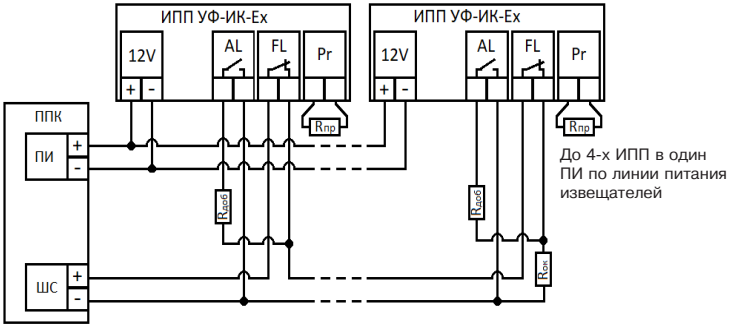

Рисунок 59
2.5.18.4 Осуществите электрическое подключение шлейфов ППК к колодкам ИПП-ИК-УФ-Ex (рисунок 59). Задайте необходимый уровень чувствительности, установив сопротивление в контакты Pr (таблица 47).